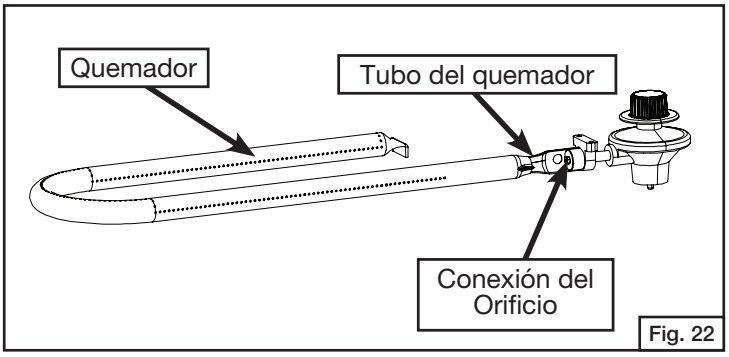

Fig. 22
- La posición correcta del quemador con respecto al orificio es importante. Para verificar la instalación correcta del tubo del quemador, revise debajo la cubierta del conjunto del regulador. El tubo del quemador debe estar colocado sobre el adaptador del orificio. Vea la Fig. 22 (no se ilustra la parte superior de la parrilla).